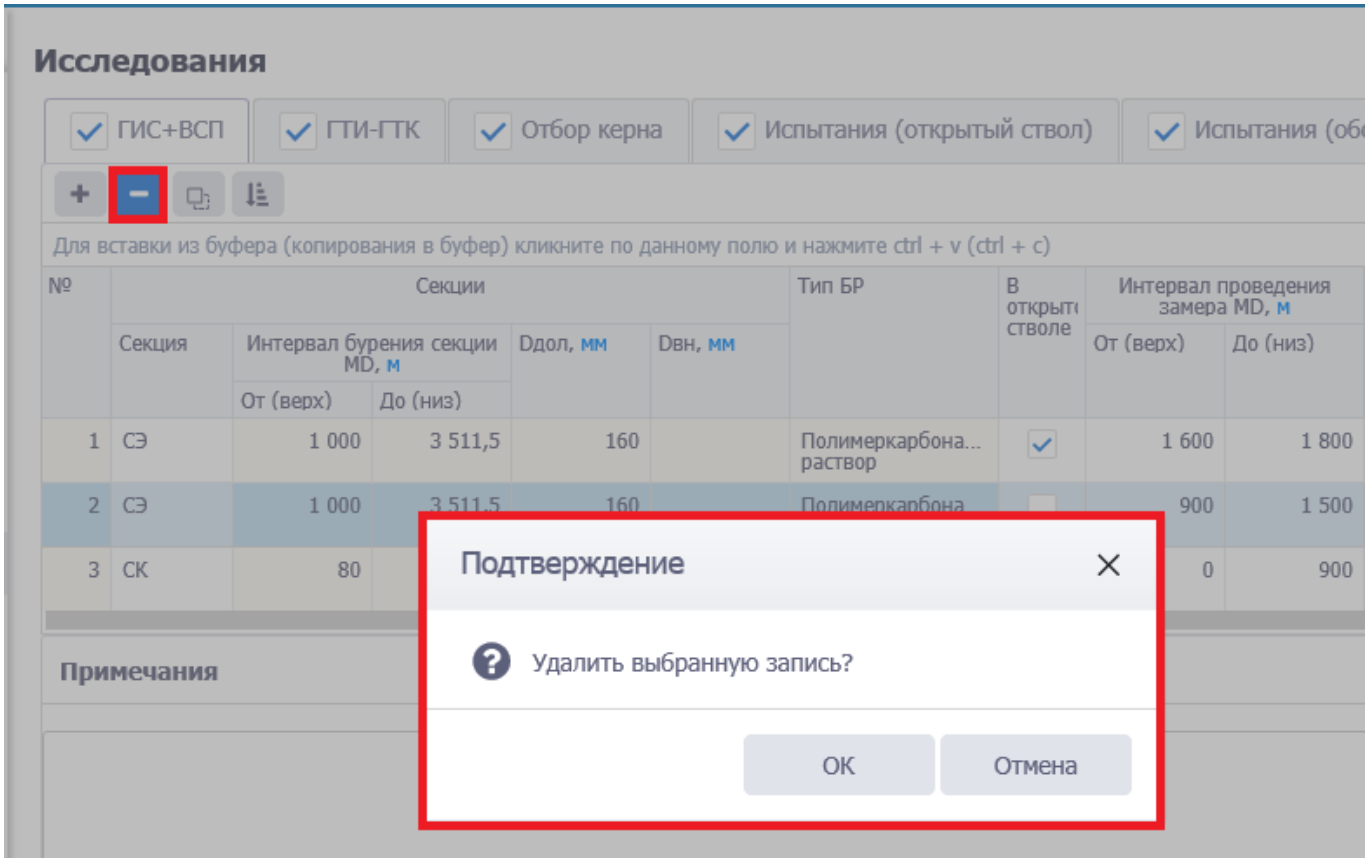

Рис. 3.146
- удалить. Для удаления нужно выделить строку, нажать кнопку и подтвердить удаление (рис. 3.146).